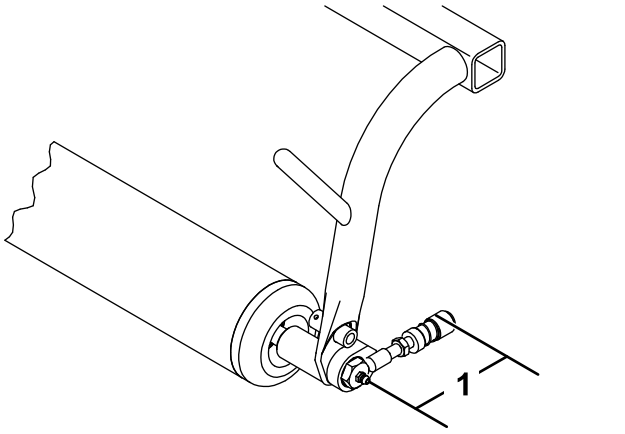

Figur 5
9. Juster kugleledsrecipienten, så afstanden mellem fedtskruen og åbningen i kugleledsrecipienten er på 9,1 cm, og tilspænd kontramøtrikken for at fastgøre den (Figur 5).